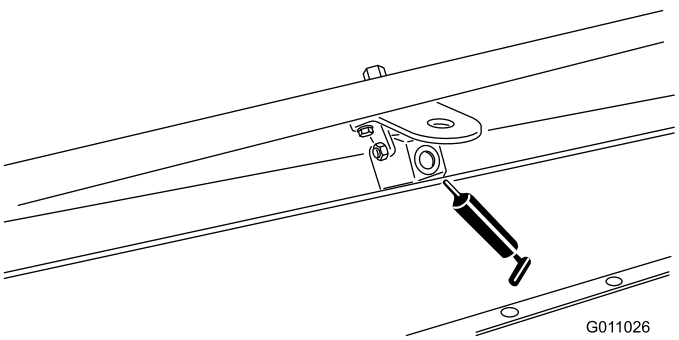

Figuur 30
- Draaipunt van borstel (2) (Figuur 30).